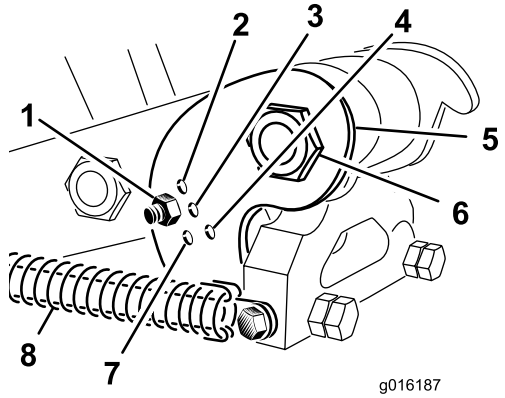

**Figur 36**
Velg stilling for skråstillingsbraketten (Figur 36) etter ønsket pipelengde. Stoppehodet er stilt inn til én av fem forhåndsbestemte stillinger ved å velge det hullet der justeringsstangen er boltet gjennom. Disse hullene er kun forhåndsinnstilte. Dvs. at ved å bruke en 2,5 cm lang pipe i en stilling på 3,6 cm, kan du oppnå en jevnere overflate, avhengig av bruksområdet.
3. Løsne fjærspenningen ved pipehodet (Figur 36).
4. Fjern mutteren og bolten i justeringshullene i skråstillingsbraketten (Figur 36).
5. Roter skråstillingsbraketten til den står riktig i forhold til ønsket hull i armen, og monter bolten og mutteren (Figur 36).